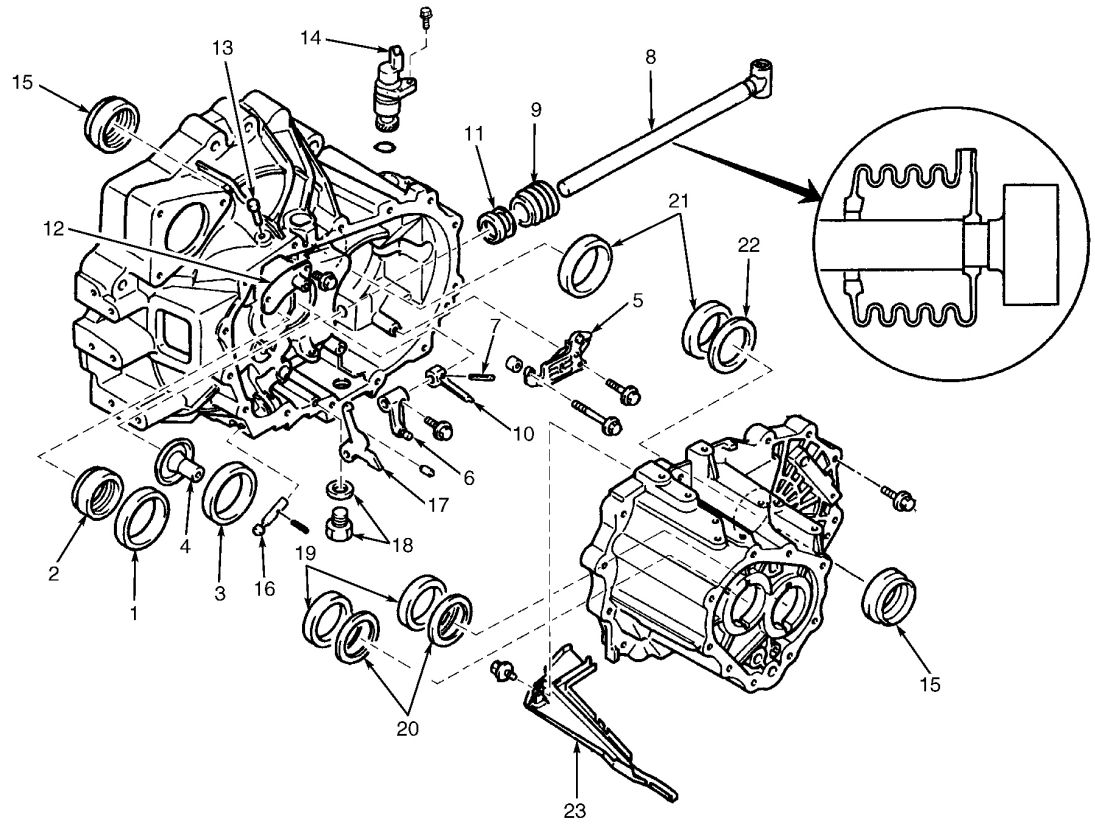

Fig. 3: Exploded View Of Transaxle Case & Components (G25M-R Shown; F25M-R Is Similar)
1. Lift mainshaft oil funnel from clutch housing and remove funnel and outer race bearing as a unit. Remove 3 bolts retaining shifter guide plate. Remove shifter guide plate, reverse gate and spring. See **Fig. 3** .